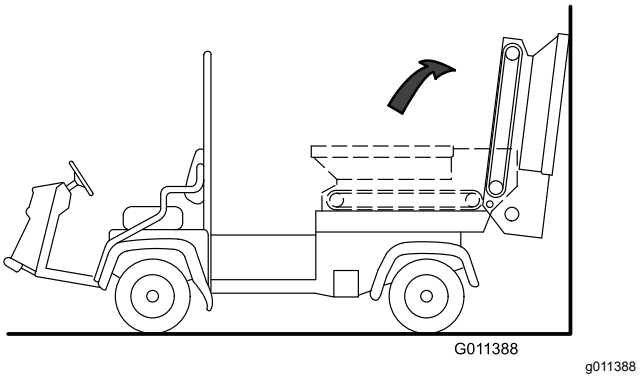

Figur 32
3. Drej tragtbeholderen bagud, og læn den mod en væg, stolpe, stige el.lign. (Figur 32).
Sørg for, at tragtbeholderen er drejet hen over midten og/eller er fastgjort til en væg eller stolpe for at forhindre den i at falde ned på arbejdsområdet ved et uheld (Figur 32).
3. Drej forsigtigt tragtbeholderen ned på gliderens stelvanger. Se Figur 32 i Afmontering af glideladet (side 23).